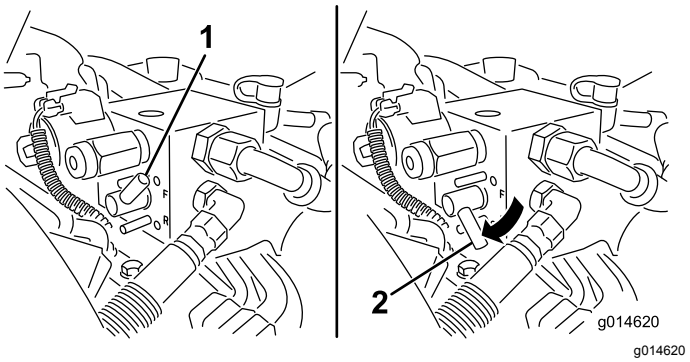

Figur 49
5. Drej baglapningsgrebet til positionenBAK (R) (Figur 49).